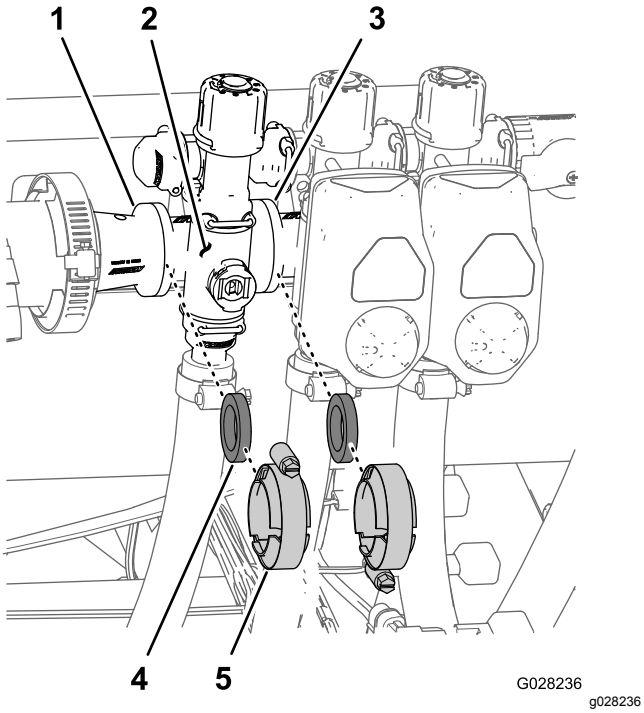

図 99
1. 図 99のように、個別ブームバルブのマニホルドを隣接する個別ブームバルブ左ブームの場合はリデューサカップリングに固定しているクランプとガスケットを外す。